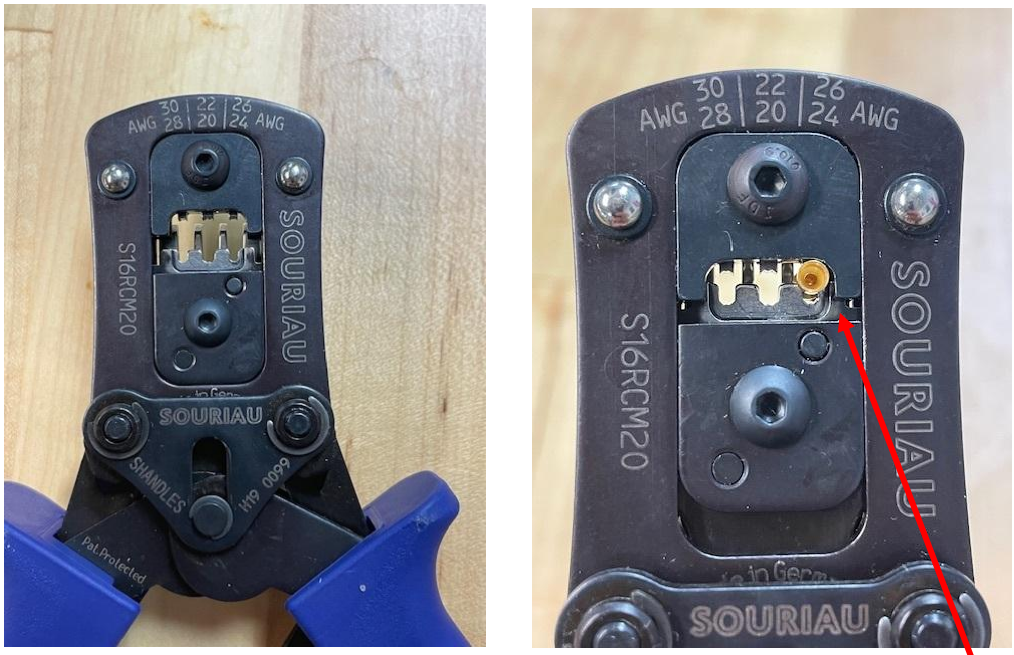

Figure 5
9. Hold crimping tool so that gauge labels on the tool head are facing you (Ref Figure 5)
10. Insert a pin (pin insertion will be a little tight) onto the 26/24 AWG (right) position of the crimping tool so that the side of pin where wire is inserted faces you. (Ref Figure 5)
11. Very slightly squeeze the crimper just enough to hold the pin in place (ref Figure 5). The crimping tool should not yet click.